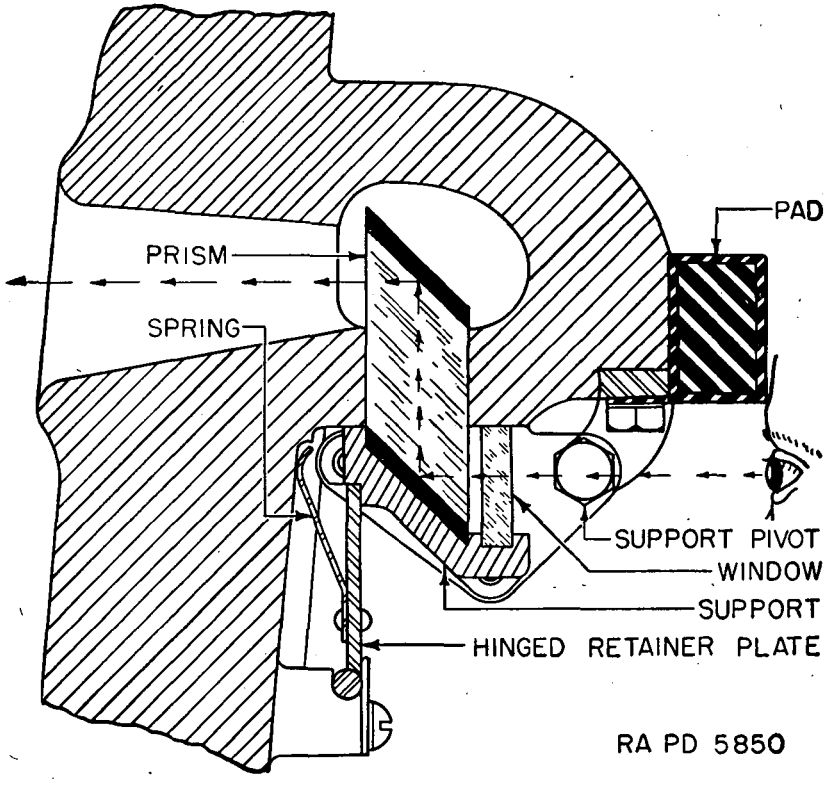

FIGURE 91.—Pistol port door protectoscope.
c. Replacement of turret components.—(1) *Protectoscope.*—The protectoscope mounted in the pistol port door protects the eye of the user (fig. 91). The two optical parts consist of a prism and